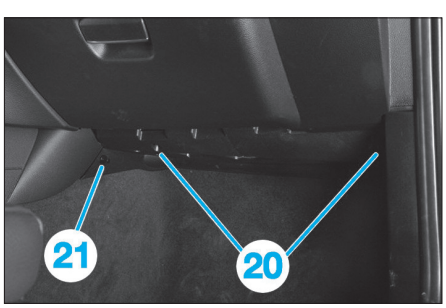

Fig. 24
• Sous la boîte à gants, déposer les vis (20) et l'agrafe (21) **(Fig.24)**.